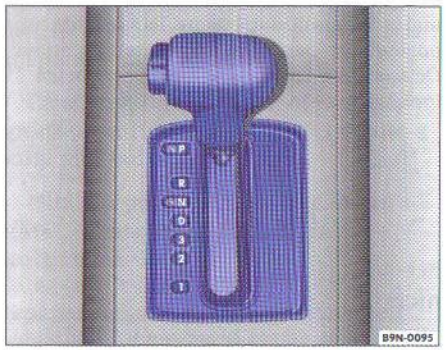

Fig. 58 Imagine din consola centrală: Selectorul de viteze al cutiei automate
– Menţineţi apăsată tasta (din partea stângă a selectorului) ⇒ pagina 84, fig. 58" şi selectaţi o treaptă de viteză (R, D sau S).